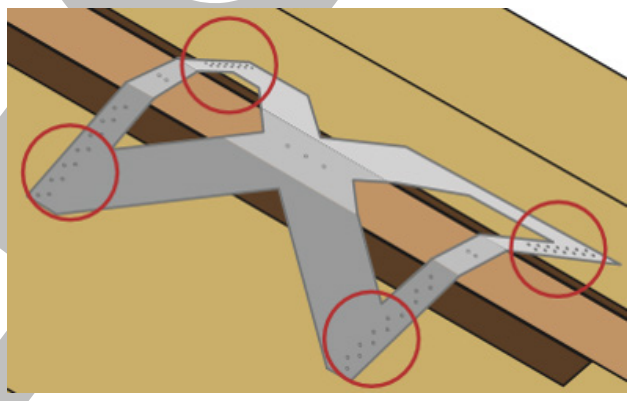

Figure 6. Bend Shear-X™
6.4.3 Bend the bracket tightly to the top of the roof sheathing to conform to the pitch of the roof. Secure each end of the bracket through the sheathing to the rafters/trusses with a minimum of four (4) 10d (0.131" x3") nails. Install the nails in the pre-punched holes closest to the ridge. Make sure the bracket remains flat against the sheathing (Figure 6).